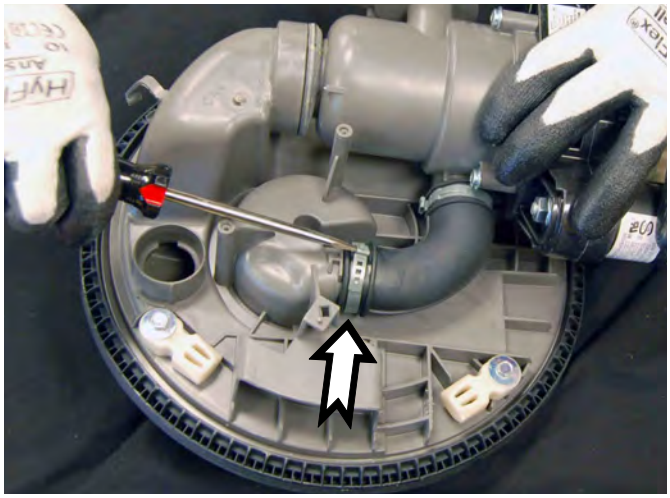

Figure 2
3. Remove clamp from sump side of hose (see Figure 2).